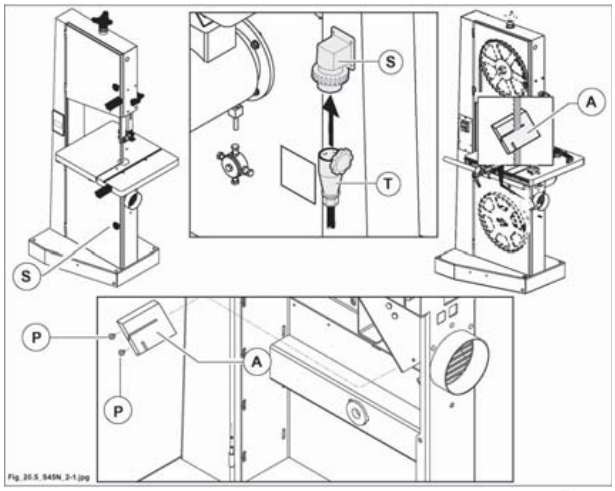

Fig. 20.5
- aprire il carter inferiore (S fig. 20.5).
- Togliere le viti (P fig. 20.5).
- Sostituire tavoletta puliscilama (A fig. 20.5).
- Rimontare le viti (P fig. 20.5).
- Chiudere il carter inferiore (S fig. 20.5).